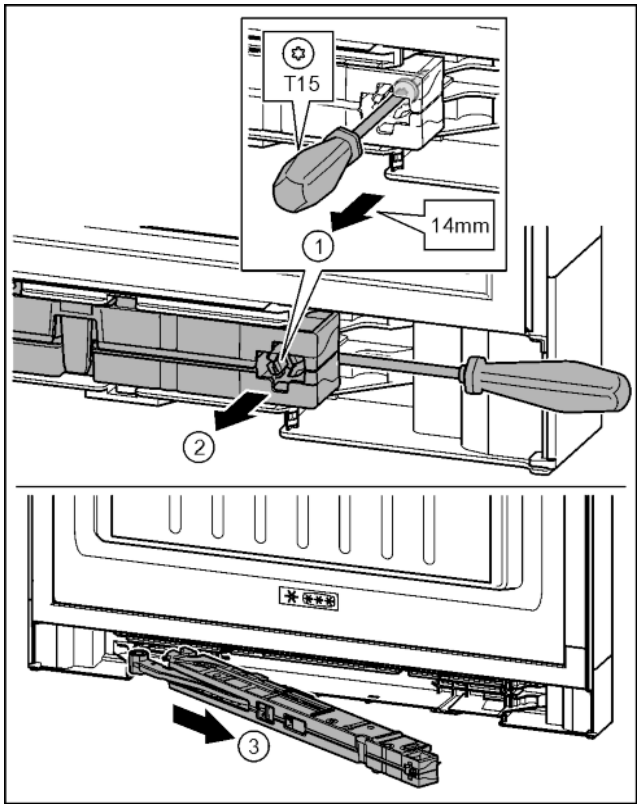

Fig. 20
- ▶ Undo the screw on the soft stop mechanism about 14 mm with a T15 screwdriver. *Fig. 20 (1)*
- ▶ Insert the screwdriver on the handle side behind the soft stop mechanism. Turn the unit forwards. *Fig. 20 (2)*
- ▶ Remove the unit. *Fig. 20 (3)*